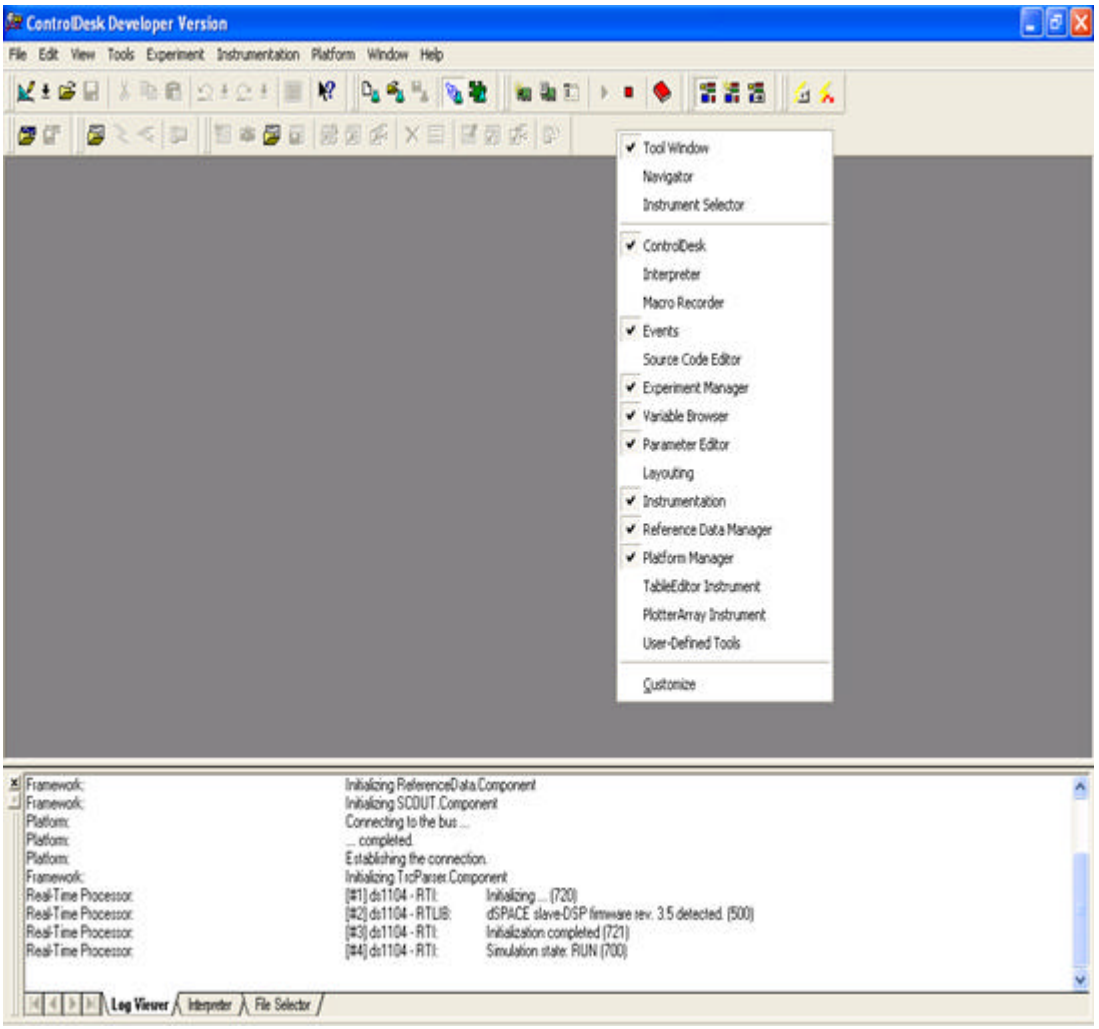

Figura 2.7 Pantalla de Control Desk
- Arranque Control Desk y seleccione solamente las opciones marcadas como se ve en la figura 2.7.
La ventana **Tool** se visualiza en el fondo de la pantalla como se ve en la figura 2.7. Las pestañas inferiores del menú (Tabs) muestran las herramientas disponibles, en la figura solamente están disponibles 3 de las herramientas de trabajo: *Log Viewer*, *Interpreter* y *File Selector*.